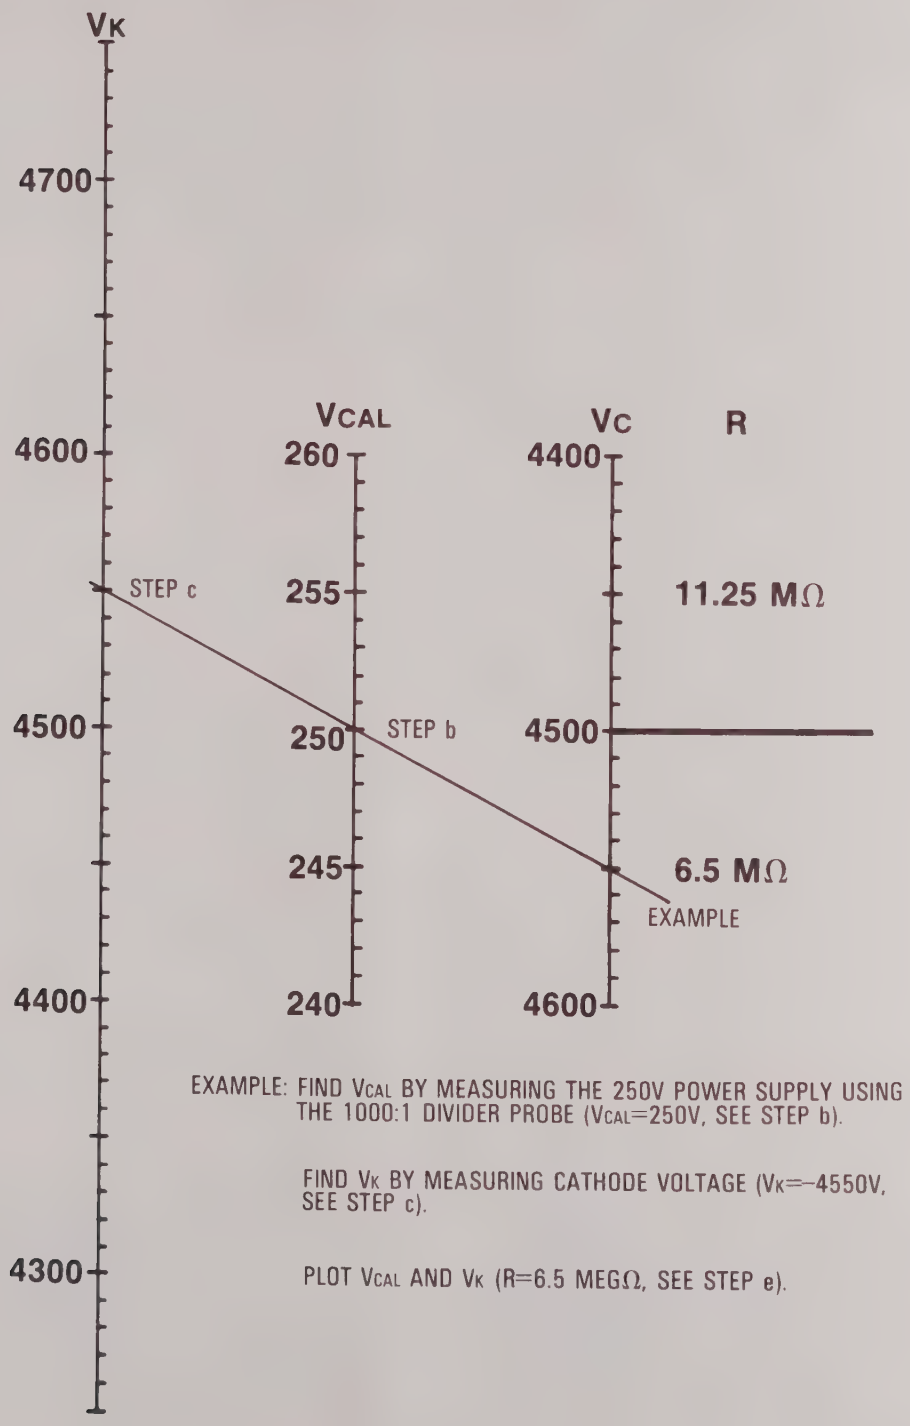

Figure 5-3. High Voltage Shutdown Circuit Nomograph
d. Plot V_{CAL} and V_K on the Nomograph in figure 5-3. If V_{CAL} plots off the Nomograph, then the 1000:1 Divider Probe does not meet the required ±3% accuracy. If V_K on V_C plot off the Nomograph, then one or more of the following resistors must be out of tolerance: A9R3; A9R4; A9R24.
e. Temporarily connect resistor "R" (value obtained from figure 5-3) between A9TP2 and A9TP3, in parallel with A9R3 (909 kΩ). If the addition of resistor "R" triggers the high-voltage shutdown circuit, (A9TP1 becomes positive and high-voltage shuts down), remove "R" and proceed to the next test. The shutdown takes a few seconds to occur due to the time constant of the circuit.